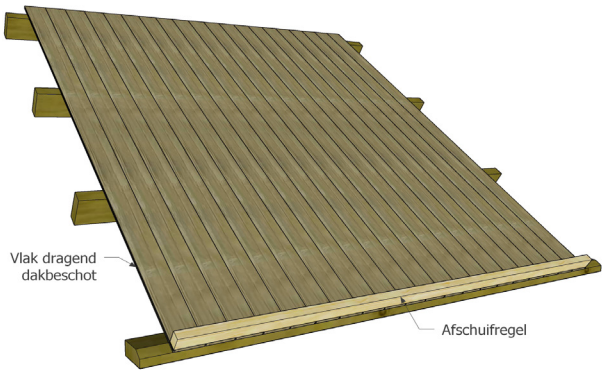

Figuur 6 - Afschuifregel op vlak dragend dakbeschot
- Deze afschuifregel dient vormvast aan de onderconstructie te worden bevestigd. Dankzij de afschuifregel worden afschuifkrachten opgevangen waardoor er minder bevestigers nodig zijn (zie figuur 6).